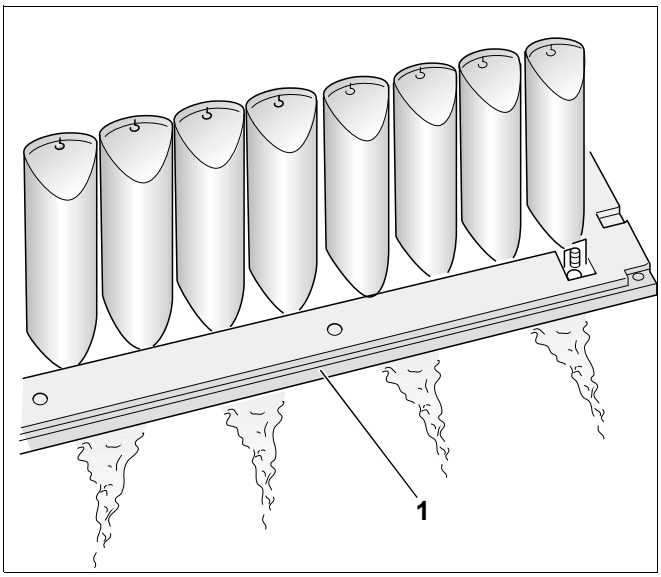

Рис. 22 Переворачивание газовой горелки
Следите за тем, чтобы не намочить теплоизоляцию на щитке горелки (рис. 22, **поз. 1**).
- Перевернуть газовую горелку и установить отверстиями в стержнях вниз, чтобы дать вытечь воде (рис. 22).